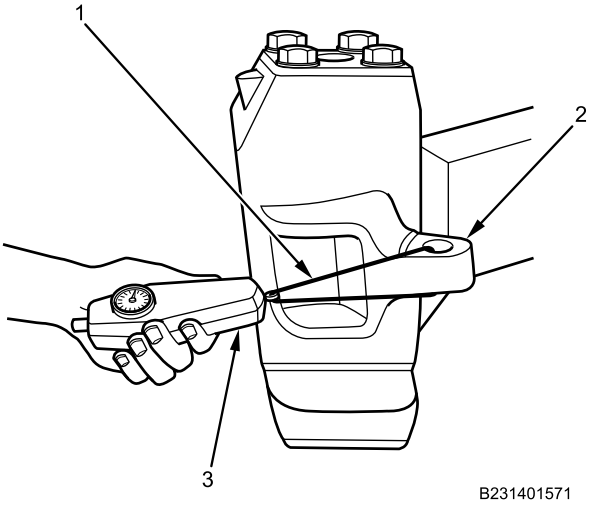

Figure 12. Steering Knuckle Bearing Preload.
15. Secure wire (Figure 12, Item 1) to tie rod arm of steering knuckle (Figure 12, Item 2). Attach dial scale (Figure 12, Item 3) to wire.
16. Pull dial scale (Figure 12, Item 3) while monitoring dial. Correct preload is 8-25 lb (3.6-11.3 kg). If knuckle bearing preload is not correct, repeat Removal, Inspection, and Installation procedures, and check for proper assembly.